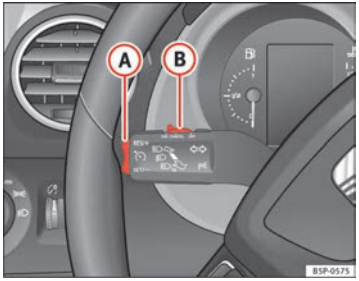

Fig. 155 Turn signal and main beam headlight lever: switch and rocker switch for the cruise control
– Press the upper part **RES/+** of the rocker switch ⇒ fig. 155 (A) to increase the speed. The vehicle will continue to accelerate as long as you keep the rocker switch pressed. When you release the switch, the new speed is stored.
Cruise control is switched off if you reduce speed by depressing the brake pedal. You can reactivate the control by pressing once on the upper part of the rocker switch **RES/+** ⇒ page 194, fig. 155 (A).